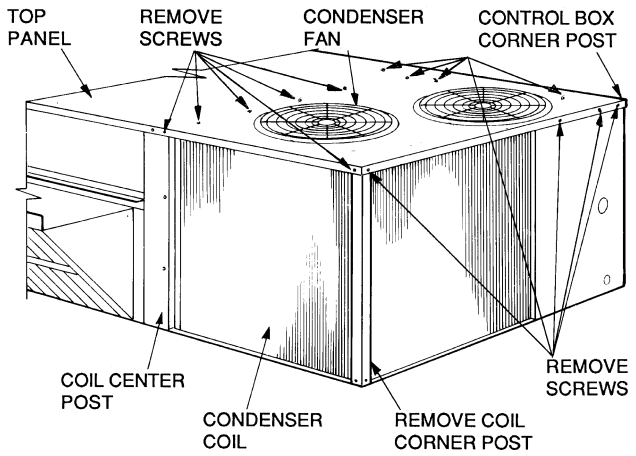
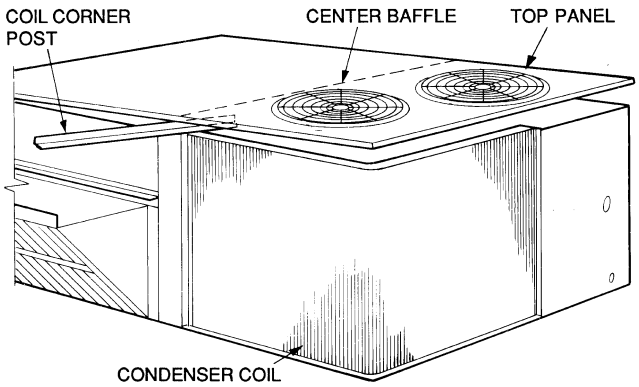

**Fig. 45 — Cleaning Condenser Coil**
**Fig. 46 — Propping Up Top Panel**
3. Remove condenser coil corner post. See Fig. 45. To hold top panel open, place coil corner post between top panel and center post. See Fig. 46.